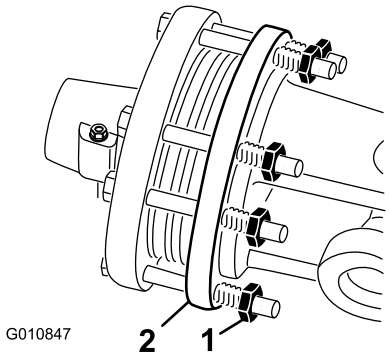

Figur 35
1. Ved sæsonens afslutning skal hver af koblingsmøtrikkerne drejes 2 omgange tilbage (Figur 35).